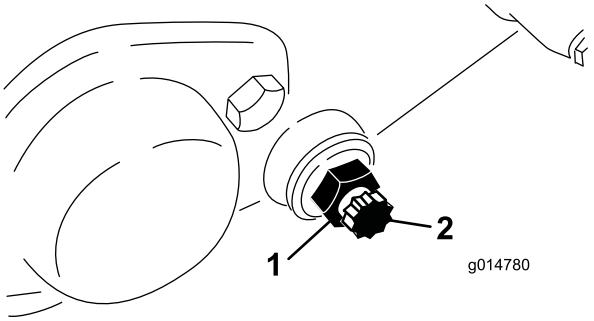

**Rysunek 55**
3. Po każdej stronie urządzenia poluzuj przeciwnakrętkę mocującą śrubę noża dolnego (Rysunek 55).
4. Zdemontuj każdą śrubę noża dolnego, umożliwiając tym samym usunięcie i demontaż noża dolnego z urządzenia. Pozostaw 2 nylonowe i 2 tłoczone stalowe podkładki na każdym końcu noża dolnego (Rysunek 55).